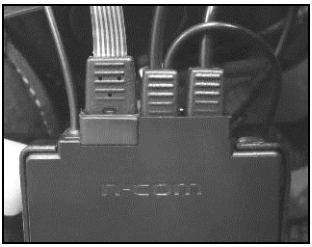

Abb. 7
- Führen Sie den Stecker behutsam in die für ihn bestimmte Buchse ein und vergewissern Sie sich, dass er dort vollständig eingefügt ist (Abb. 7).